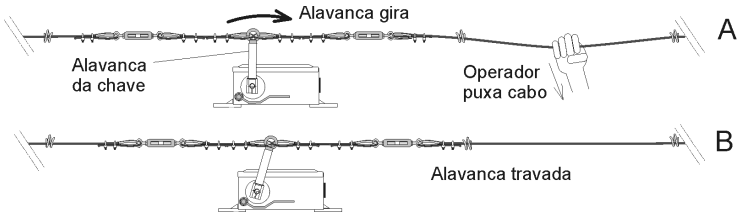

Fig. 6 – Acionamento manual da parada de emergência
• Quando se detectar uma situação de emergência, o operador no local, com uma única ação, deverá puxar o cabo em qualquer direção (Fig. 6 A). A alavanca da chave de emergência será deslocada, girando e travando nesta posição (Fig. 6 B).